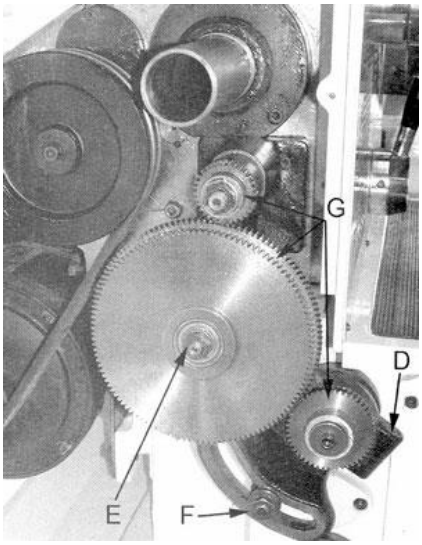

Рис. 18
Ослабьте винт (D, рис.18) и гайку (F), чтобы откинуть гитару.